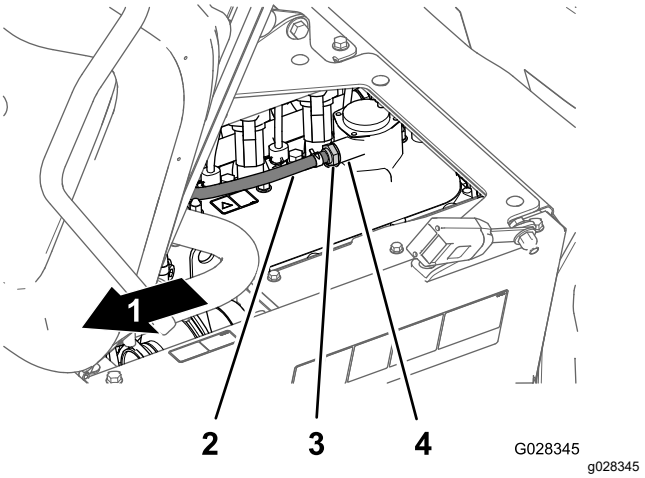

Figur 76
2. Ta bort PCV-ventilen från monteringen av ventilkåpan (Figur 76).
Obs: Om ventilens interna restriktor skallrar kan du låta serva PCV-ventilen. Om den interna restriktorn inte skallrar när du skakar på ventilen ska du byta ut PCV-ventilen (Figur 76).
4. För in PCV-ventilen i ventilkåpans kopplingstätning tills den sitter ordentligt (Figur 76).